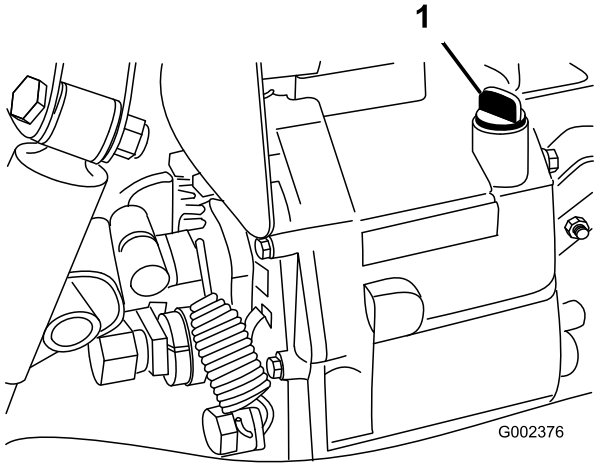

Figura 18
2. Pulite attorno all'asta di livello (Figura 18).